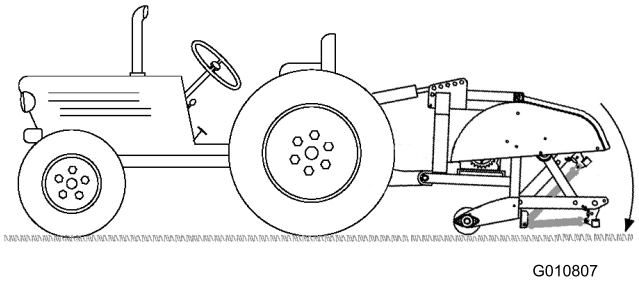

Figur 14
4. Sänk ned luftaren till marken och dra ut den hydrauliska topplänkens cylinder eller den övre länken helt (Figur 14).